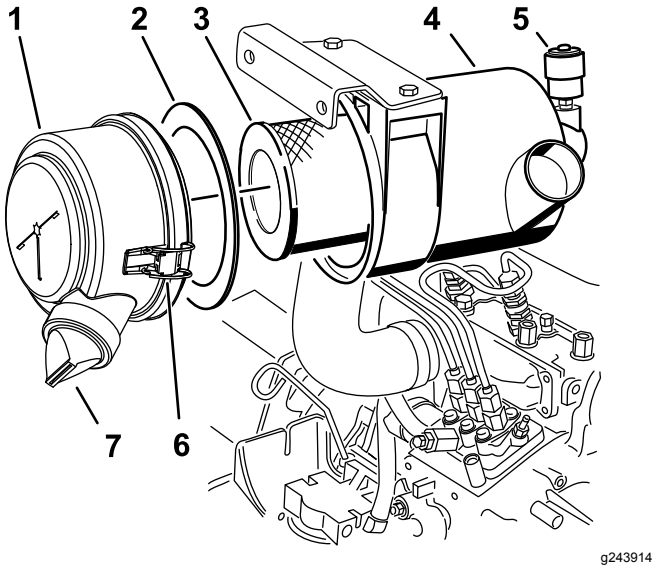

Rysunek 30
3. Wymieniaj wkład filtra powietrza, gdy wskaźnik filtra powietrza zaświeci się na czerwono lub co 400 godzin (częściej w warunkach nadmiernego zapylenia lub zanieczyszczenia (Rysunek 30).